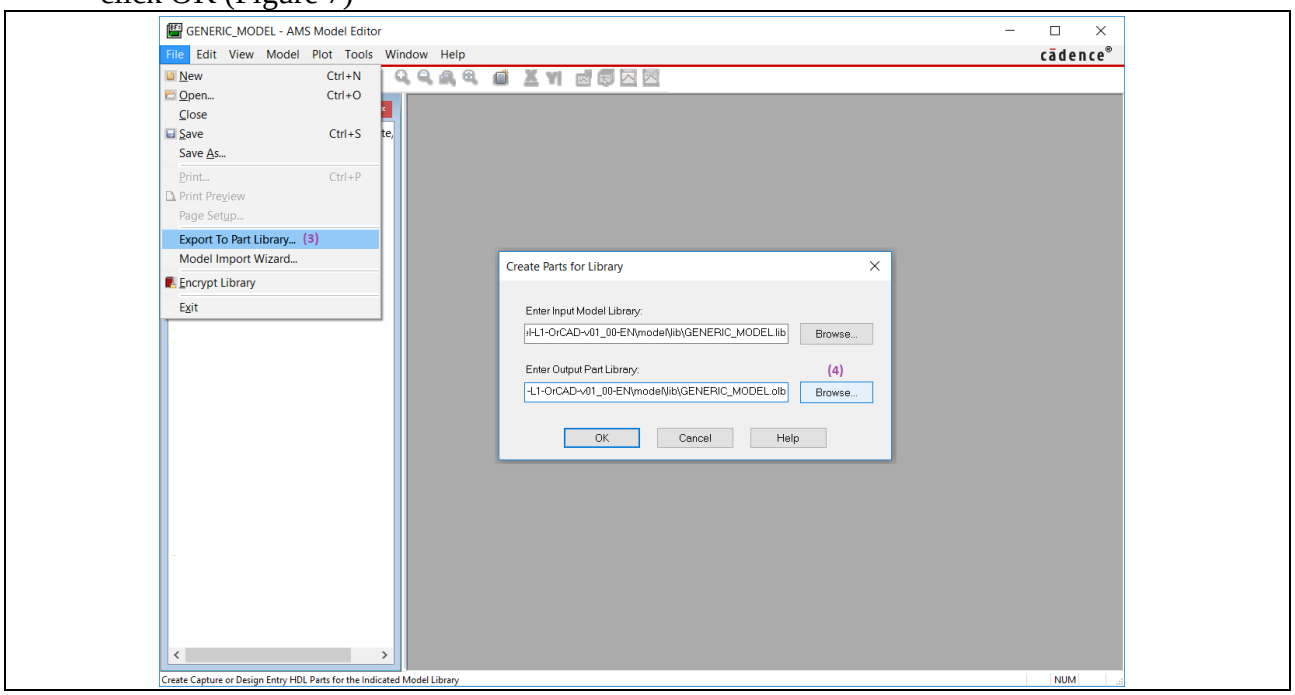

Figure 7 Generate a new symbol
- From **File** menu→**Export to Capture Part Library…** **(3)** press the lower **Browse** button next to the "Enter Output Part Library:" location bar **(4),** if you want another location for the symbol and select the new desired save location for the symbol file; otherwise, after **(3)** just click OK (Figure 7)